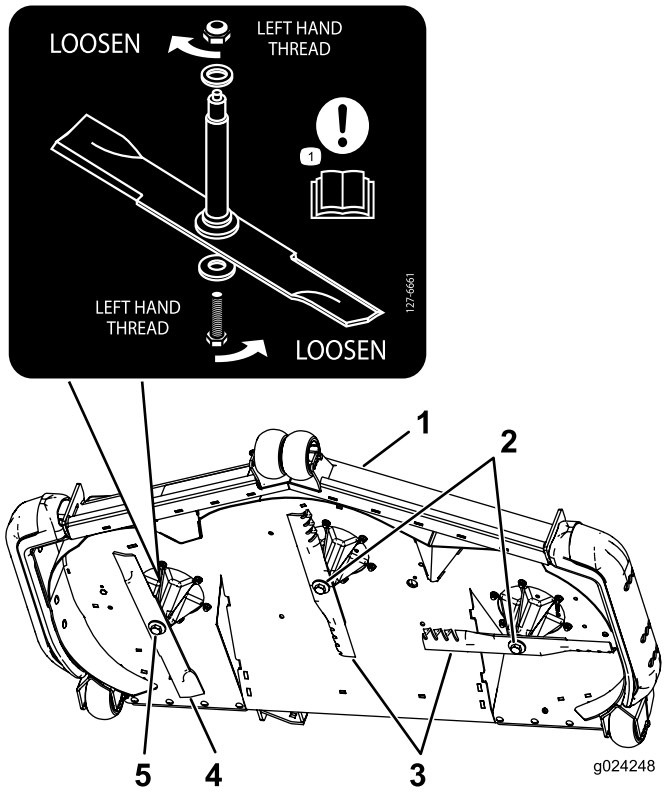

Figur 90
Viktigt: Den högra kniven på det här klippdäcket roterar moturs och har en vänstergängad knivskruv. Använd Figur 90 för rätt placering av gräsklipparknivarna.
3. Avlägsna den högra knivskruven (den vänstergängade skruven), den böjda brickan samt kniven från spindelaxeln (Figur 90).
Obs: Anteckna knivtypen och var varje kniv är monterad. Se Figur 90 för rätt position.